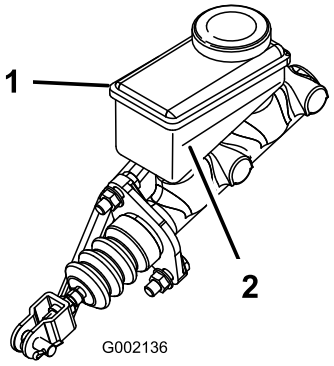

Figur 16
3. Kig på omridset af væskestanden på siden af beholderen (Figur 16).
B. Fyld DOT 3-bremsevæske i beholderen, indtil væskestanden er over minimumslinjen (Figur 16).
5. Monter gummiproppen på toppen af instrumentbrættet (Figur 16).